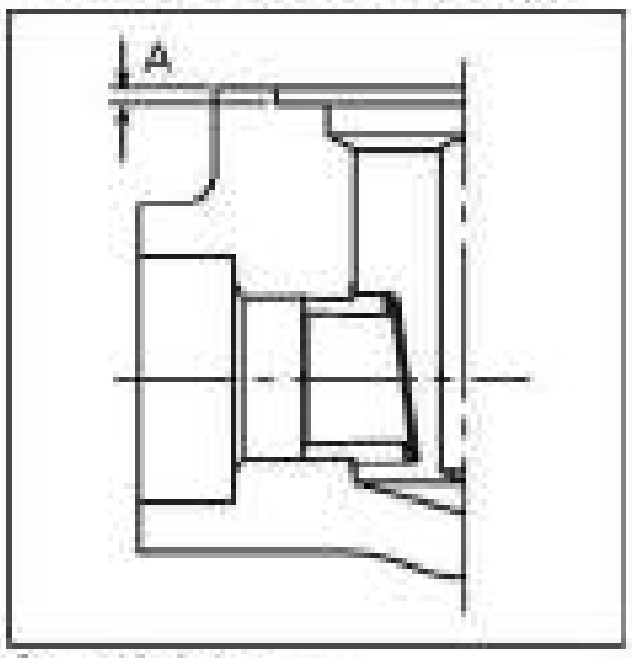

Figure 5.2A Gasket recess
The spiral wound gasket (15) may be fully compressed (zero gap between interfaces of the joint) at 110% of the torque given in Table 5.2. The following criteria should be used (see Figure 5.2A).
Gasket recess: 0.085 – 0.090" (2.16 – 2.3 mm) (see dimension "A" in Figure 5.2A).